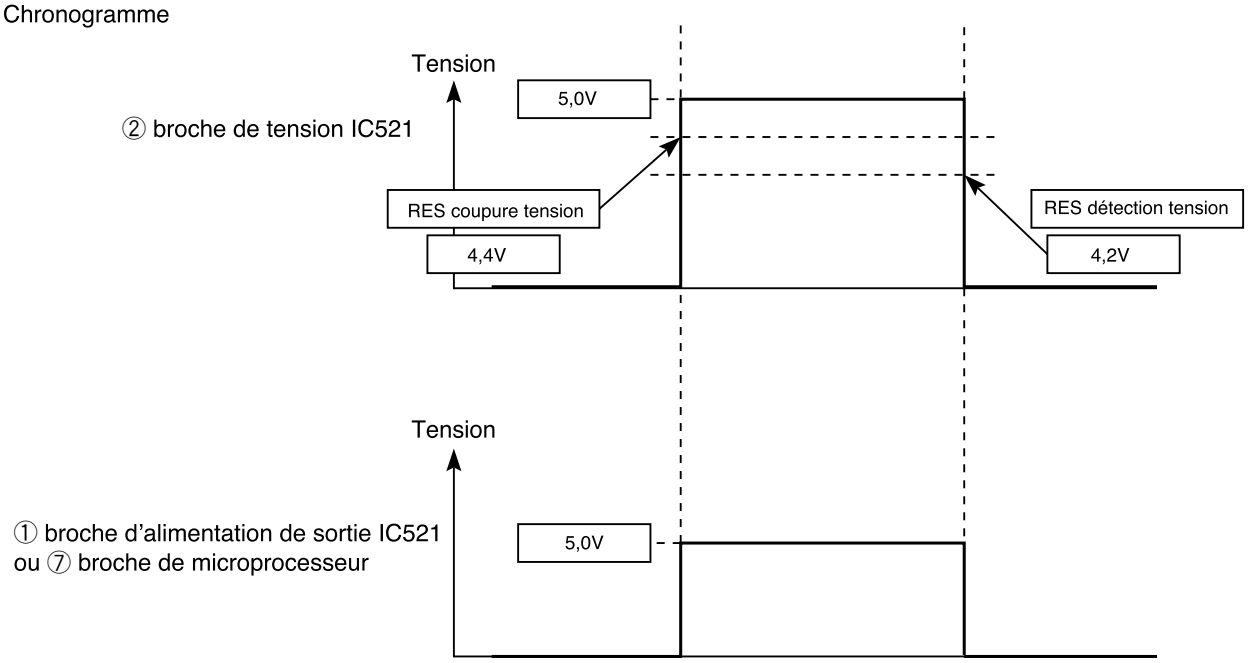

Fig. 2-2
- Le microprocesseur fonctionne quand ⑦ broche du microprocesseur de l'unité intérieure (entrée de reset) sont sur "Lo" pour remettre à zéro et sur "Hi" pour contact.
- La forme d'onde de chaque partie quand on passe l'alimentation sur ON et quand on la coupe est montrée dans la Figure 2-2.
- Après avoir mis l'alimentation sur ON, ① broche de tension IC521 et ⑦ broche du microprocesseur passent sur Hi quand la tension de la ligne 5 V CC monte et atteint environ 4,4 V ou plus.